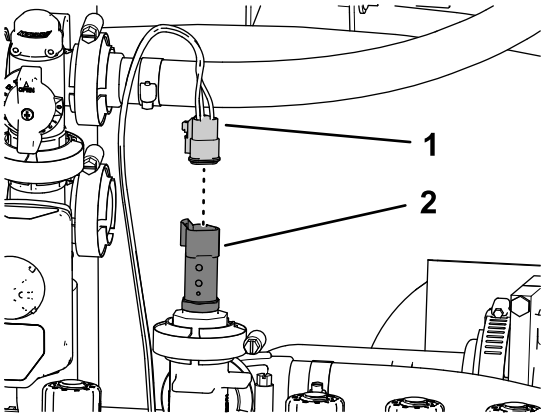

Figur 131
1. Sett kontakten med tre sokler på den 61 cm lange forgreningen av settets ledningssats merket GRØNN KILE FOR TRYKKOMFORMER inn i kontakten med tre pinner på trykkomformeren (Figur 131).